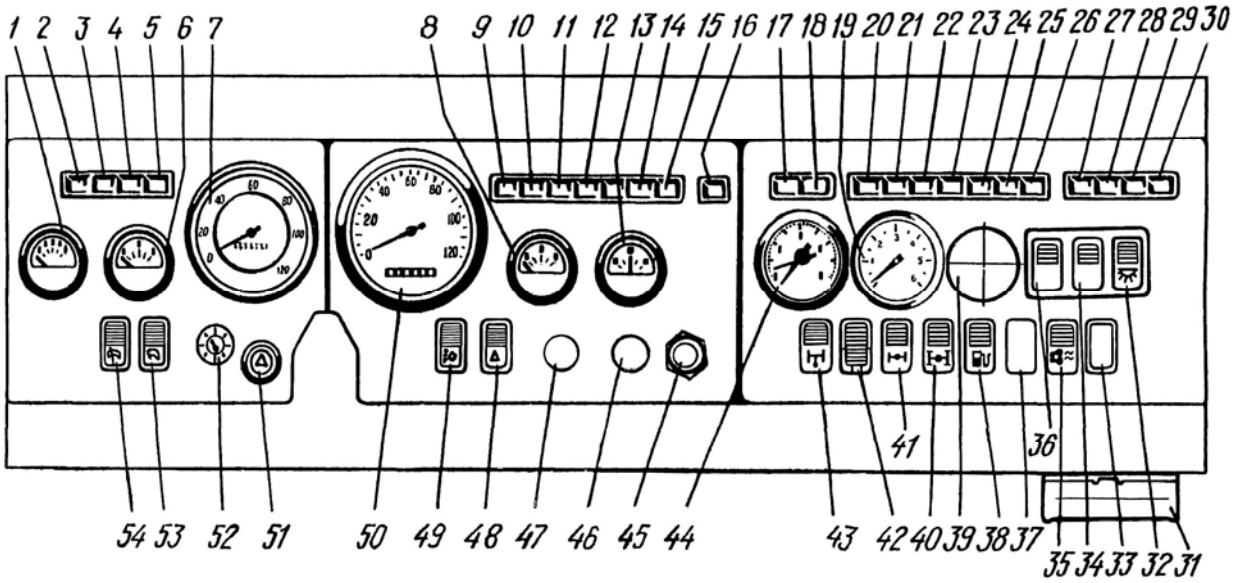

Рис.113. Контрольно-измерительные приборы, переключатели приборов и механизмов управления автомобилем
- указатель 6 (рис.113) температуры охлаждающей жидкости двигателя. Установленная в приборе лампа сигнализирует о превышении допустимой температуры охлаждающей жидкости;